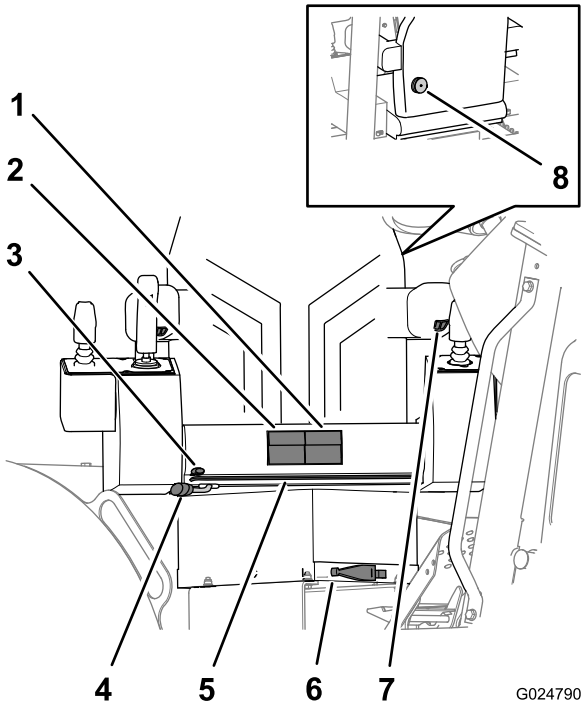

Bild 17
- **Tasten für Sitzhöhe:** Mit den Tasten stellen Sie das Sitzpolster höher oder niedriger ein (Bild 17).
- **Tasten für Sitzverschiebung:** Mit den Tasten schieben Sie das Sitzpolster nach vorne oder hinten (Bild 17).
- **Hebel für das Verschieben des Sitzrahmens:** Mit diesem Hebel verstellen Sie den ganzen Sitz und den Rahmen nach vorne oder hinten (Bild 17).
- **Hebel für das Verschieben des Sitzunterteils:** Mit diesem Hebel verstellen Sie das Sitzunterteil auf dem Sitzrahmen nach vorne oder hinten (Bild 17).
- **Hebel für die Sitzdrehung:** Mit diesem Hebel entsperren Sie den Sitz, damit Sie ihn auf die gewünschte Stellung drehen können. Der Sitz kann um 360° gedreht und in Schritten von 10° arretiert werden (Bild 17).
- **Sitzgewichtausgleich:** Drehen Sie diesen Hebel, damit der Gewichtsausgleich die Sitzstützenspannung auf das Gewicht des Bedieners einstellt (Bild 17).
Drehen Sie das Bedienelement für die Armlehnenhöhe, um die Armlehne anzuheben oder abzusenken (Bild 17).
Drehen Sie das Handrad für die Sitzlendenstütze hinter dem Sitz, um eine angepasste Lendenstütze für den höchsten Komfort einzustellen (Bild 17).